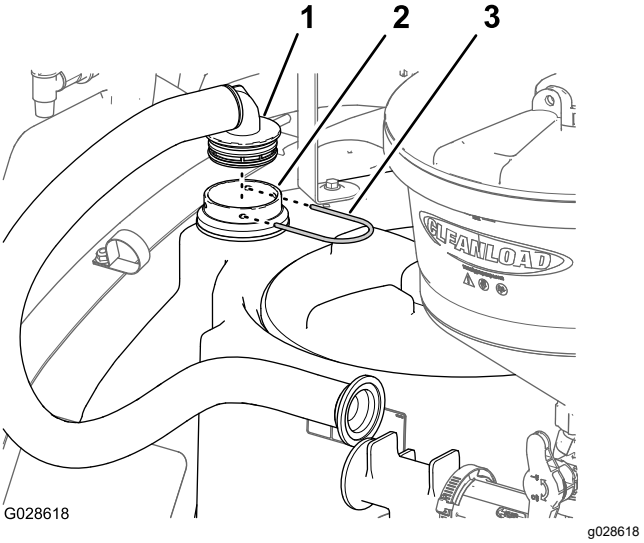

Rysunek 23
1. Załóż kolanko 90° z króćcem do węża na złączkę grodziową (Rysunek 23) zamontowaną w kroku 2 w Montaż złączki grodziowej (Strona 12).
2. Zamocuj kolanko 90° na złączce grodziowej, używając elementu ustalającego (Rysunek 23).